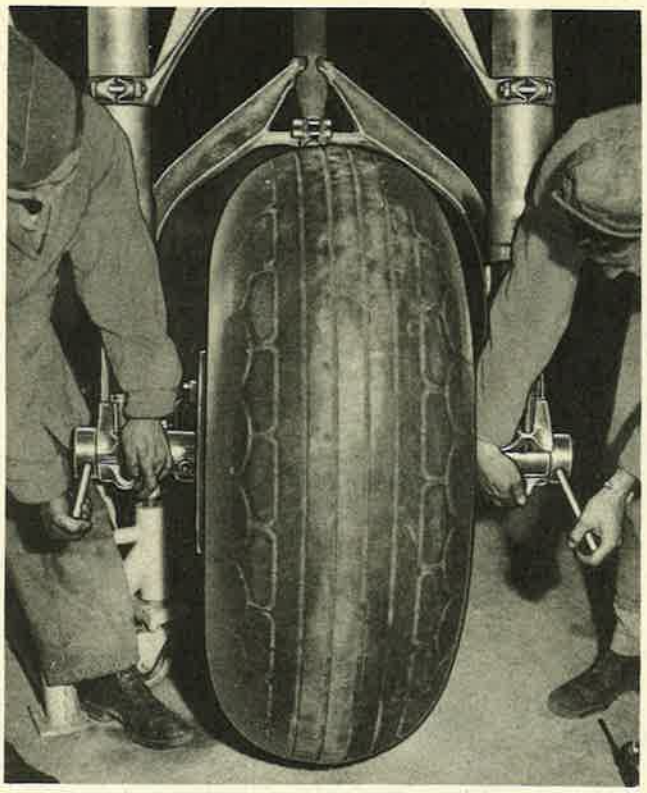

Figure 151—Installing Axle Clamp Bolts
(5) Unscrew the axle clamp bolt nuts. Raise the axle by means of bars through the holes in the ends of the axles and remove the axle clamp bolts. (See figure 151.)
(a) Unscrew the axle clamp bolt nuts. Raise the axle by means of bars through the holes in the ends of the axles (figure 151) and remove the axle clamp bolts.
(3) Unscrew the axle clamp bolt nuts. Raise the axle by means of a bar through the holes in the ends of the axles and remove the axle clamp bolts. (See figure 151.)
(4) Roll the wheel and axle assembly from beneath the shock struts.
(1) Completely assemble wheel, axle, and brakes and brake torque collars, but do not tighten the brake torque collar bolts.
(2) Lift wheel assembly into place with bars through the holes in the ends of the axle (figure 151) and install the axle clamp bolts and nuts. Be sure that the keys in the shock strut piston clamps are engaged in the brake torque collar keyways. Tighten the